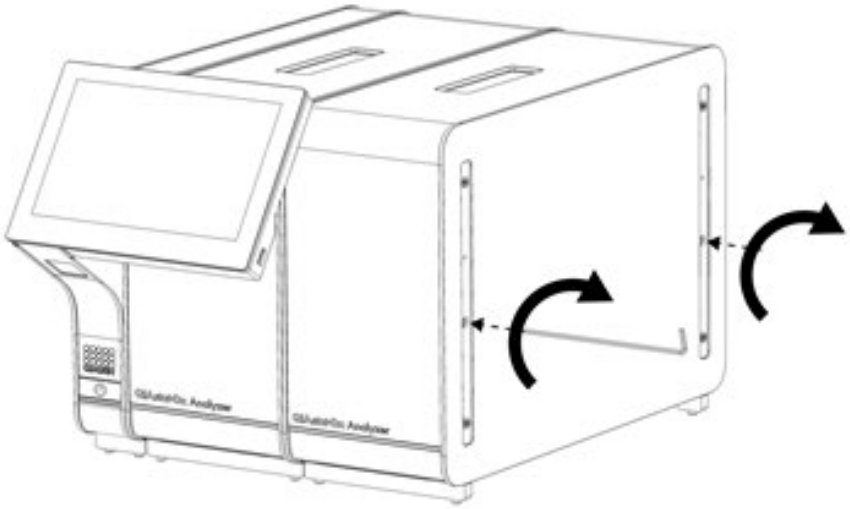

Figura 16. Alineación y acoplamiento del módulo analítico adicional.
4. Alinee el módulo analítico adicional con el módulo analítico existente. Apriete los tornillos con la herramienta de montaje del módulo analítico-operativo suministrada con el dispositivo QIAstat-Dx Analyzer 2.0 (Figura 16).